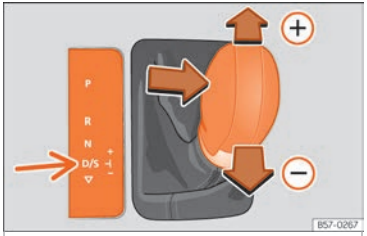

Fig. 142 Lever in the Tiptronic position
- Push the lever forwards (+) or backwards (–) to move up or down a gear ››› Fig. 142.